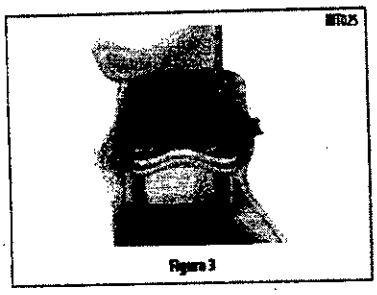

Figura 3
3. El tamaño de válvula adecuado corresponderá al que presente el extremo de cilindro de mayor diámetro que encaje perfectamente en el anillo. Asegúrese de que el borde del cilindro no atraviese el anillo (Figura 3).